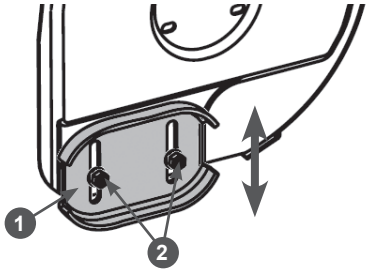

Рис. 29 Регулировка высоты забора снега
2. Открутите гайки 2 крепления полозка 1 на 1-2 оборота и установите полозок на необходимую высоту (Рис. 29). Снова затяните гайки.